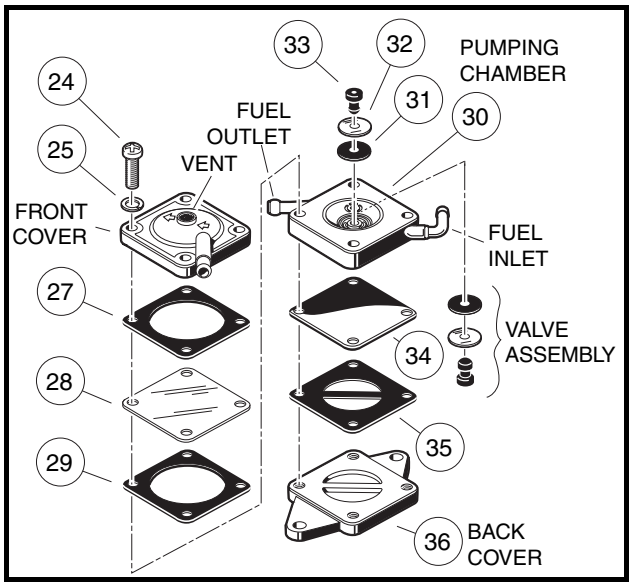
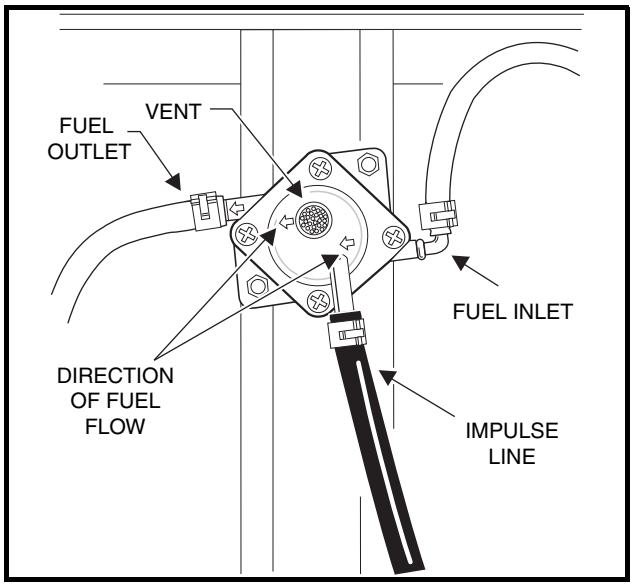

Figure 14-12 Fuel Pump
Figure 14-13 Fuel Pump Orientation
2. Remove four screws (24) and lock washers (25) from front of the fuel pump **(Figure 14-12, Page 14-21)**.
4. Note the orientations of the impulse gasket (27), the diaphragm (28), and the gasket (29), then remove them from the pump.
5. If the impulse gasket (27) and the diaphragm (28) come off with the front cover, note their orientations and remove them **(Figure 14-12, Page 14-21)**.
6. Remove the pumping chamber (30).
7. Remove the back cover (36), the fuel diaphragm (34) and gasket (35).
2. Inspect the valve assemblies (31, 32, and 33) and all gaskets and diaphragms for damage **(Figure 14-12, Page 14-21)**.
3. If a valve assembly is damaged, the rubber retaining plug (33) and valve assembly must be replaced.
1. Install the fuel gasket (35) and diaphragm (34) on the back cover (36) **(Figure 14-12, Page 14-21)**.
2. Install the valve assembly in the pumping chamber (30). **See following CAUTION.**
- **If the valve assembly is not installed exactly as shown (Figure 14-12, Page 14-21), the impulse fuel pump will not operate properly.**
3. Install the pumping chamber (30) on top of the fuel diaphragm (34). Be sure the fuel inlet and the fuel outlet align with the arrows on the front of the front cover **(Figure 14-12, Page 14-21)**.
4. Install the gasket (29), clear impulse diaphragm (28), and the paper impulse gasket (27) to the pumping chamber (30).
5. Install the front cover and then the lock washers (25) and four screws (24) on the assembly **(Figure 14-12, Page 14-21)**. Be sure the arrows on the front cover point from the fuel inlet to the fuel outlet **(Figure 14-13, Page 14-21)**. Tighten the screws to 26 in-lb (3.0 N·m).
NOTE: *Be sure to connect the fuel line (2), that comes from the primary fuel filter (17), to the inlet nipple on the pump. Direction of fuel flow is indicated by the arrows on the fuel pump* ***(Figure 14-11, Page 14-19)****.* ***See also Figure 14-13, Page 14-21.***